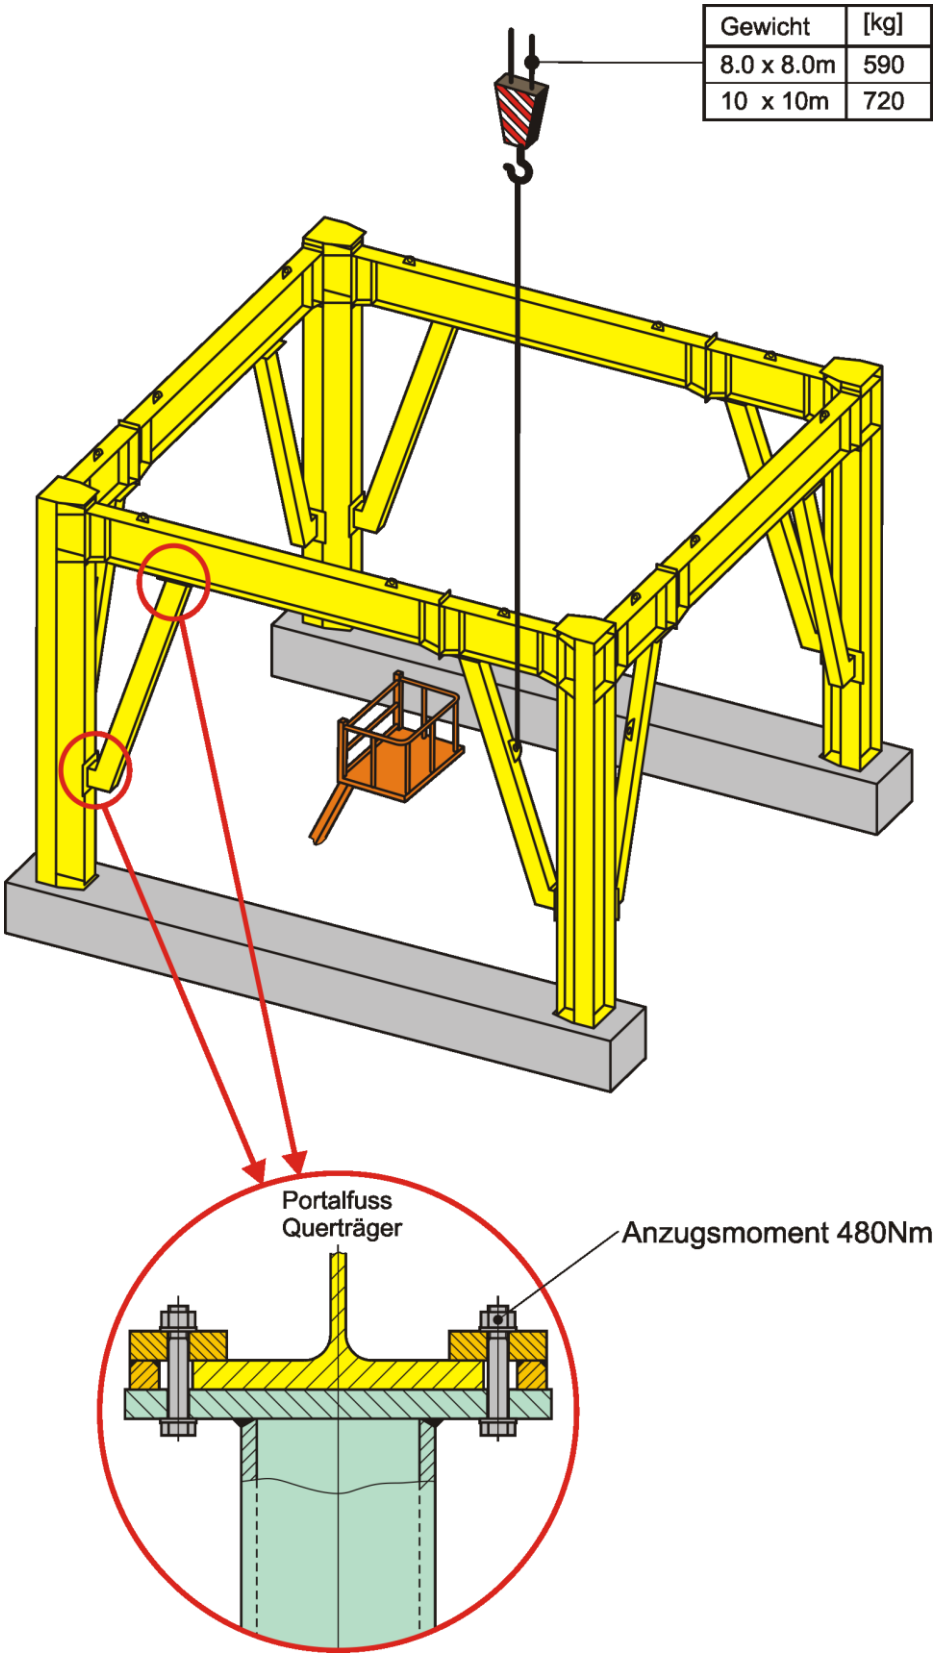
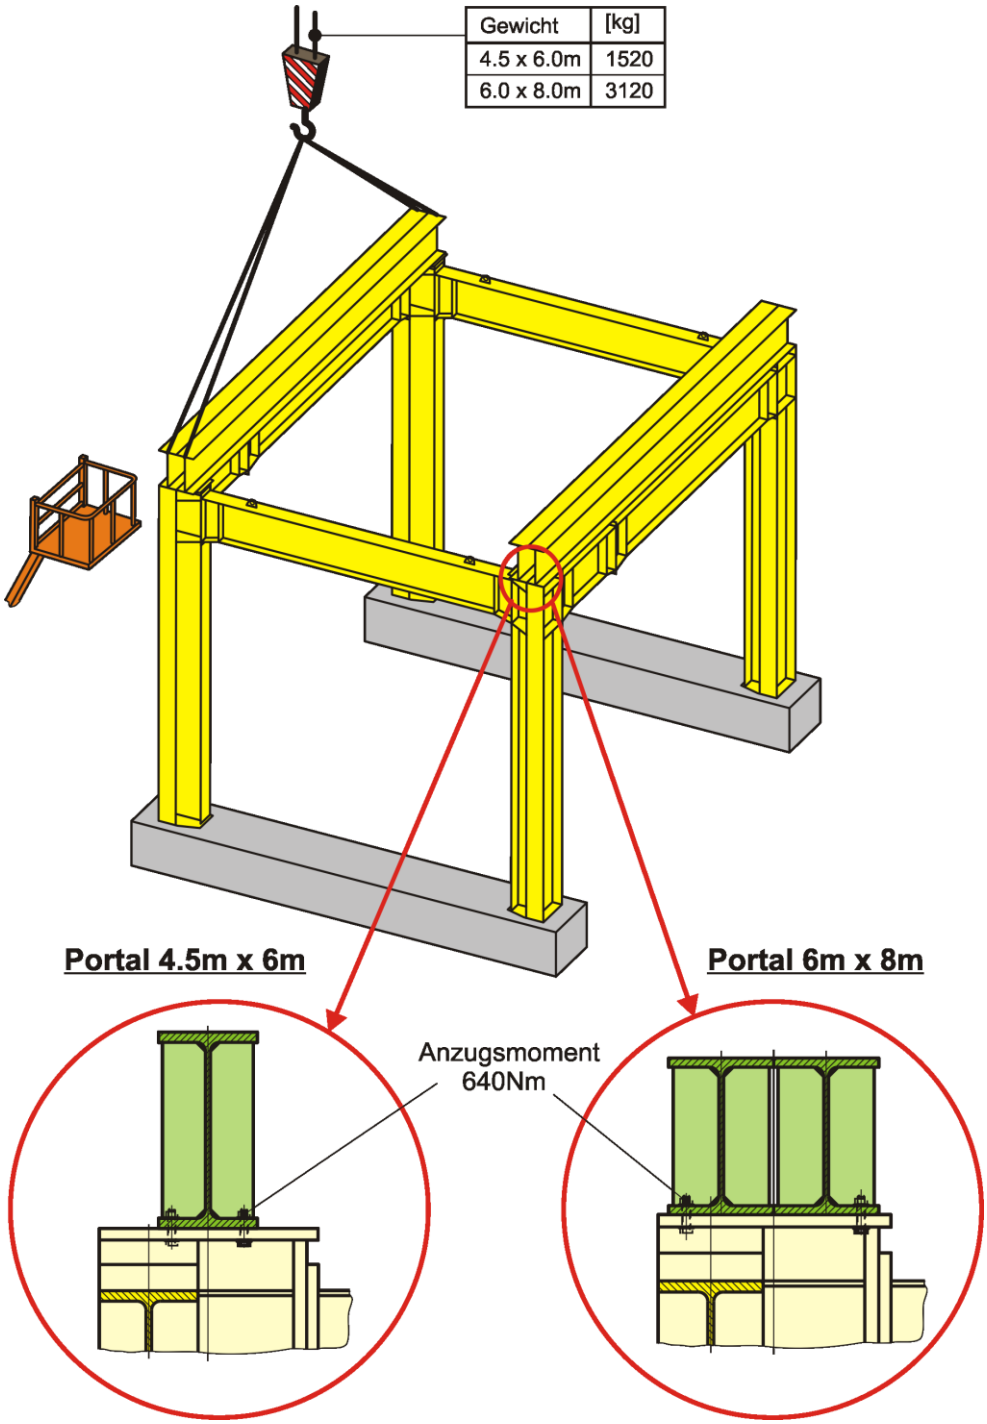

Bild 20: Montage der Verstärkungsstreben
Bild 21: Montage des Zusatzträgers
7. Schritt: (Nur für 8x8m und 10x10m Portal mit Verstärkung). Montage der Verstärkung. Die Verstärkungsstreben werden mit Klemmbriden mit den Stützen resp. Den Querträgern verbunden (siehe Bild 21). In Bild 20 ist die Situation für das 8m x 8m Portal dargestellt, das 10m x 10m Portal ist sinngemäss gleich.
8. Schritt: (Nur für 4.5x6m und 6x8m Portal) Montage des Zusatzträgers. In Bild 21 ist die Situation für das 6m x 8m Portal dargestellt, das 4.5m x 6m Portal ist sinngemäss gleich.